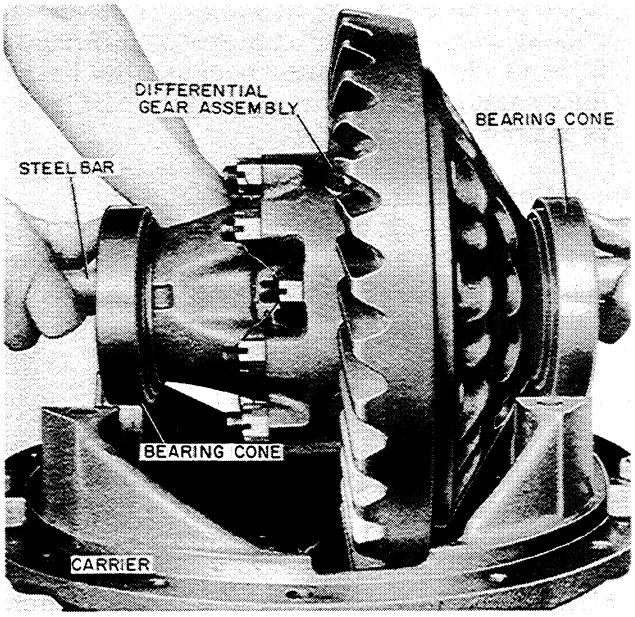

Figure T-68
1. Place the bearing cups over the assembled differential bearing cones, Figure T-68. Then position the differential assembly into the carrier, Figure T-68.